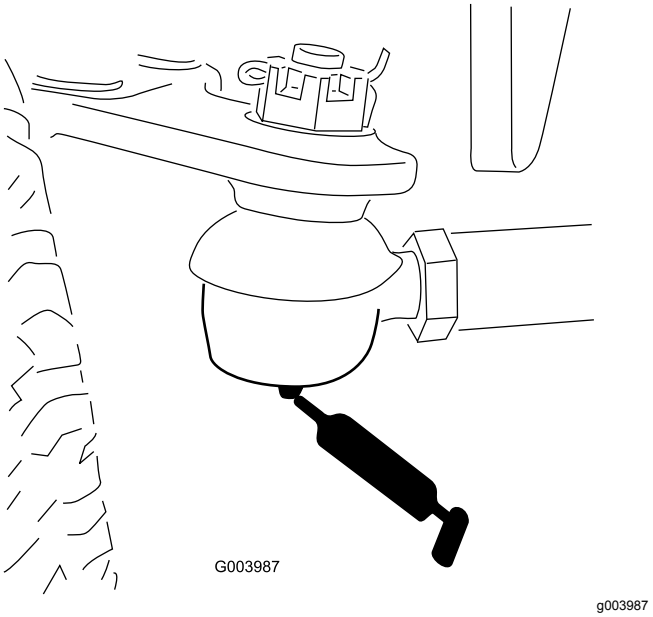

Figur 79
- Bakaxelns dragstång (2) (Figur 79)